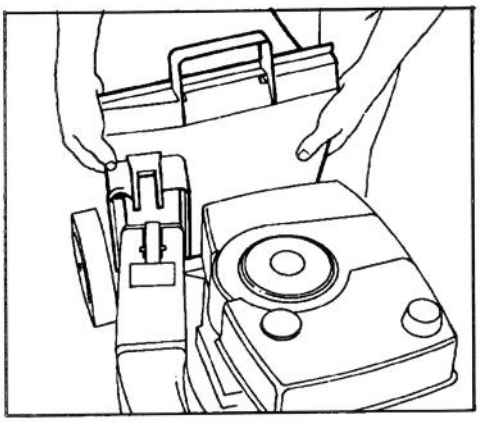

Figure 10
3. INSTALL BAG (Fig. 10) — Hold front of bag frame and bag door together. Then place opening in bag door against flanges on rear chute and slide bag door down. Set rear of bag frame onto lower handle crossbar.